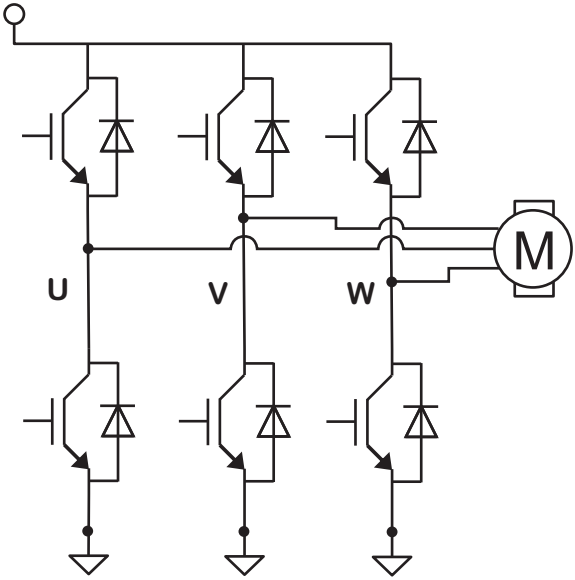

Fig. 2 IGBT gate driver on power board
Figure 2 shows the gate terminals of upper- and lower IGBTs on the power board along with a connected three-phase motor (M).